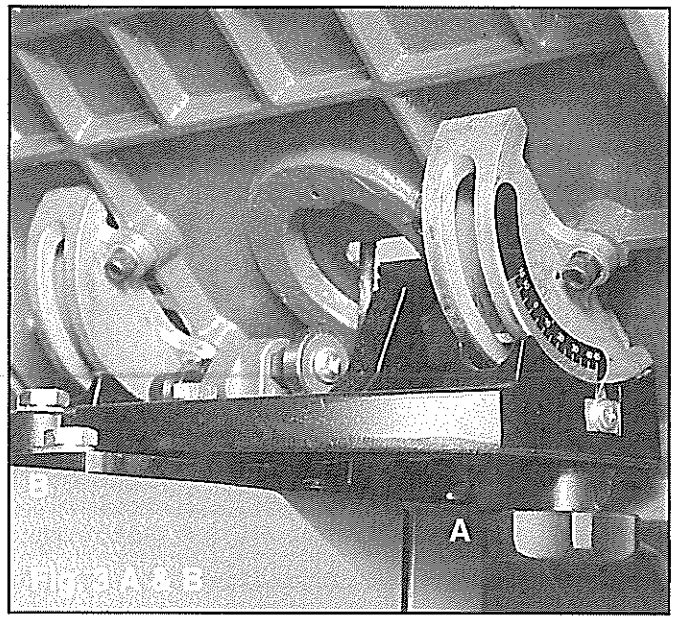
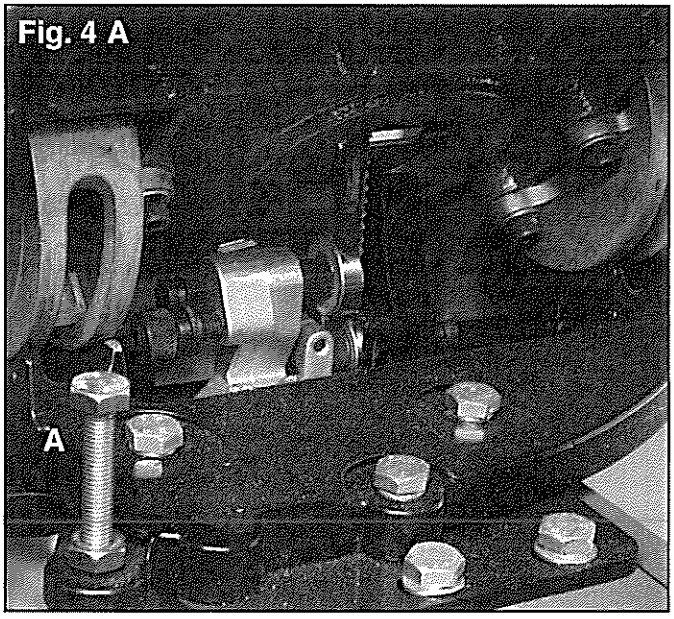

Fig. 3 A & B
Fig. 4 A
• Fit the trunnions onto the support bracket and screw the lock knobs onto the 2 two Hex head bolts that run through the bracket. Fig.3 A and B.
• Loosen the 2 lock knobs Fig. 3 A and B tilt table to desired angle and retighten knobs.
• Please note that to tilt table to the left you will need to remove hex head bolt. Fig 4. A
• Loosen the 2 lock knobs Fig 3 A and B. Tilt table until it hits the table stop bolt. Fig. 4 . Hold a square against the blade to check if it is square to the table Fig. 1, if it isn't, loosen the lock knobs and raise or lower the stop bolt until the table is square to the blade. Don't forget to re-tighten the lock knobs.